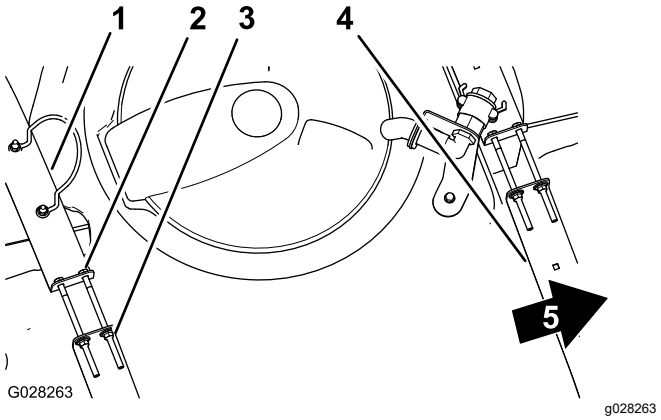

**Figur 31**
2. Kontrollera om det finns något spel mellan tankremmarna och tanken (Figur 31).
3. Om tankremmarna sitter löst mot tanken drar du åt flänslåsmuttrarna och skruvarna upptill på remmarna tills remmarna sitter tätt mot tanken (Figur 31).